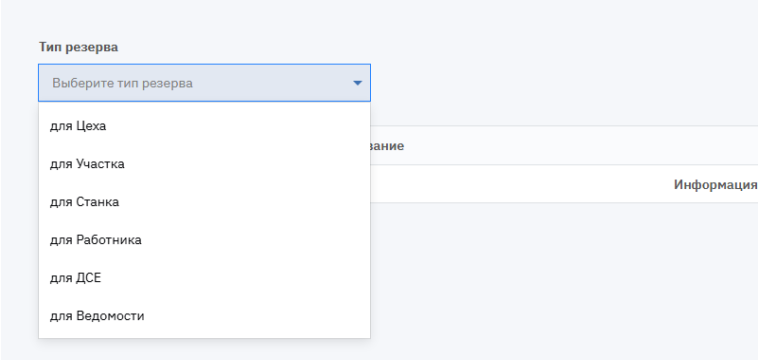

Рисунок 162. Выбор типа резерва
2. В поле «Тип резерва» выберите, за кем резервируются материальные ценности: «для Цеха», «для Участка», «для Станка», «для Работника», «для ДСЕ» или «для Ведомости» (см. Рисунок 162).